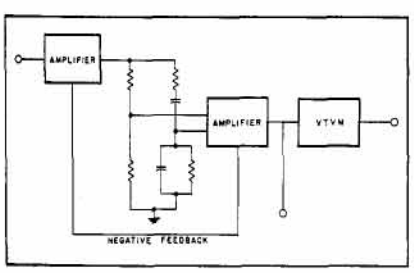

Figure 1
-hp- 330 series Distortion Analyzers are basically selective amplifiers whose frequency of rejection is tunable. *(See Figure 1.)* They are designed for measuring distortion by the "total" method between 20 and 20,000 cps. These instruments are extremely simple to use, and are particularly useful in measuring total audio distortion or hum and noise level in audio amplifiers. They are also convenient for measuring voltage levels, power output, amplifier gain; and may be used as high-gain, wide-band stabilized amplifiers. The 330D includes a linear rf detector for determining distortion in amplitude modulated broadcast carriers.